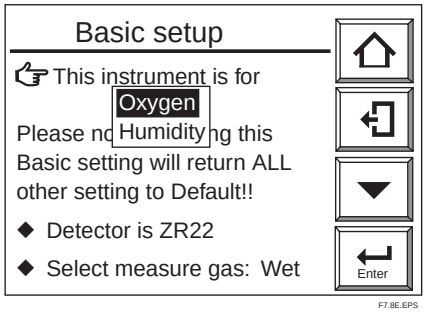

Figure 7.8 Equipment Setup
(6) If the converter type is to be changed, press the [Enter] key. The display shown in Figure 7.8 then appears.
(7) Use the ▼ key to select the type of equipment. Then press the [Enter] key to complete the converter selection.
(8) If the type of converter is changed after setting the operating data, those data are then initialized and the default settings remain. Reset the operating data to meet the new type of equipment.
Combustion gases contain moisture created by burning hydrogen in the fuel. If this moisture is removed, the oxygen concentration might be higher than before. You can select whether the oxygen concentration in a wet gas is to be measured directly, or compensated for its dry-gas value before use. Select the “Select measure gas: Wet” in Figure 7.8 to select either wet or dry gas.